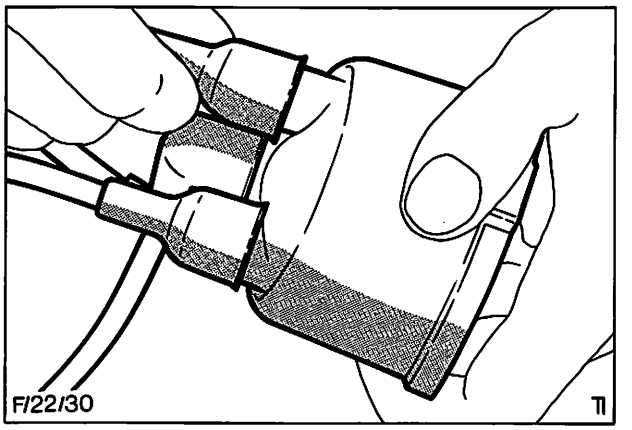

Abb. 44 Zündkabel abziehen.
1. Verteilerkappe und Verteilerläufer abnehmen. Falls erforderlich, Zündkabel von Verteilerkappe abnehmen; Zündkabel am Steckerende ziehen, nicht am Kabel selbst ziehen, Abb. 44.